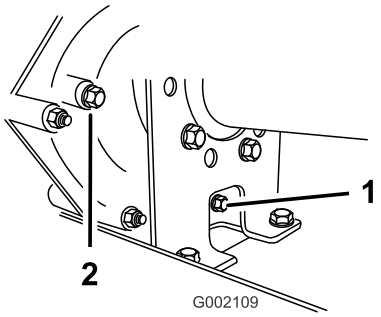
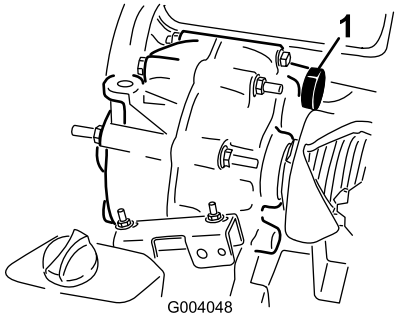

Figur 46
Figur 47
1. Tør området omkring påfyldningsproppen ren med en klud (Figur 46).
2. Afmonter påfyldningsproppen ved at dreje den mod uret (Figur 46).
3. Kontroller transmissionsoliestanden ved at kigge ind i transmissionsåbningen efter påfyldningsproppen (Figur 46).
5. Monter og tilspænd påfyldningsproppen og pakningen i påfyldningsproppens åbning på transmissionen (Figur 46).
1. Tør området omkring påfyldnings- og aftapningsproppen ren med en klud (Figur 46).
3. Afmonter påfyldningsproppen ved at dreje den mod uret (Figur 46).
4. Afmonter aftapningsproppen ved at dreje den mod uret (Figur 46).
5. Monter og tilspænd aftapningsproppen og pakningen i aftapningsproppens åbning i transmissionen (Figur 46).
6. Fyld beholderen (Figur 47) gennem påfyldningsproppens åbning med cirka 1,4 liter af den angivne olie, eller påfyld indtil oliestanden i transmissionen er i niveau med bunden af gevindene. (Figur 46).
7. Monter og tilspænd påfyldningsproppen og pakningen i påfyldningsproppens åbning på transmissionen (Figur 46).
9. Kontroller oliestanden, og påfyld mere olie, hvis niveauet er under genvindene i påfyldningsproppens åbning (Figur 46).